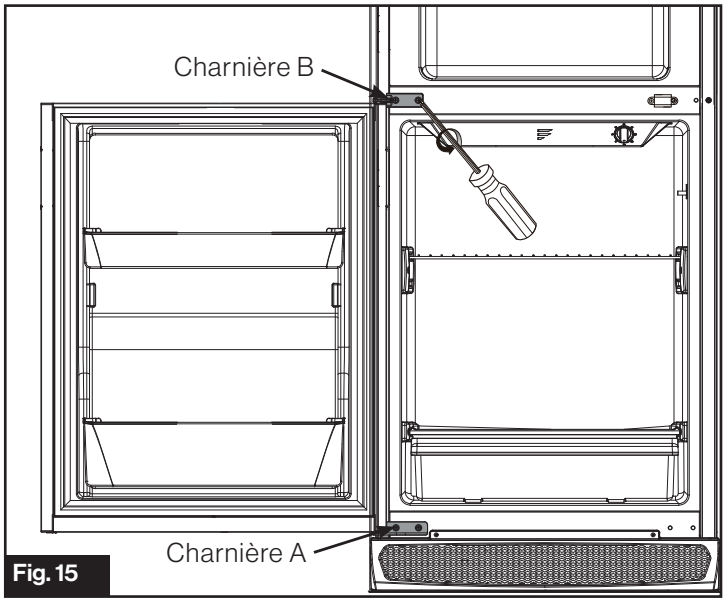

Fig. 15
7. Fixez la charnière A en bas à gauche. Réinstallez la porte du réfrigérateur, puis fixez la charnière B sur le côté gauche de la barre centrale. (Fig. 15)